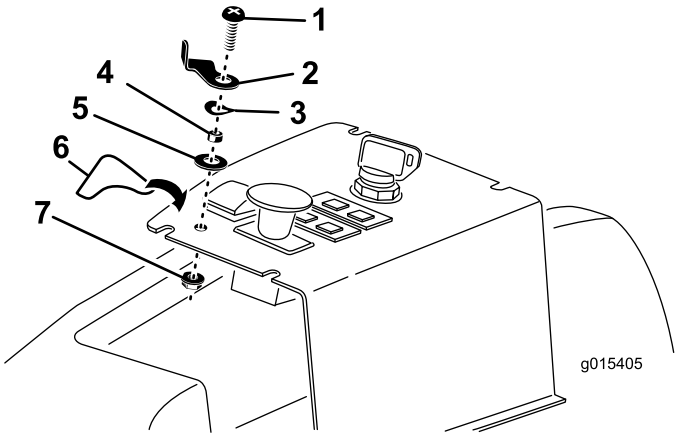

Figur 13
3. Fest løftelåsspaken, avstandsstykket, den bølgete og flate skiven til 1/4 x 1" panhodeskruen som vist i Figur 13.
4. Sett monteringsskruen for løftelåsspaken i kontrollpanelhullet og fest den med en låsemutter. Plasser løftelåsspaken som vist i Figur 13.